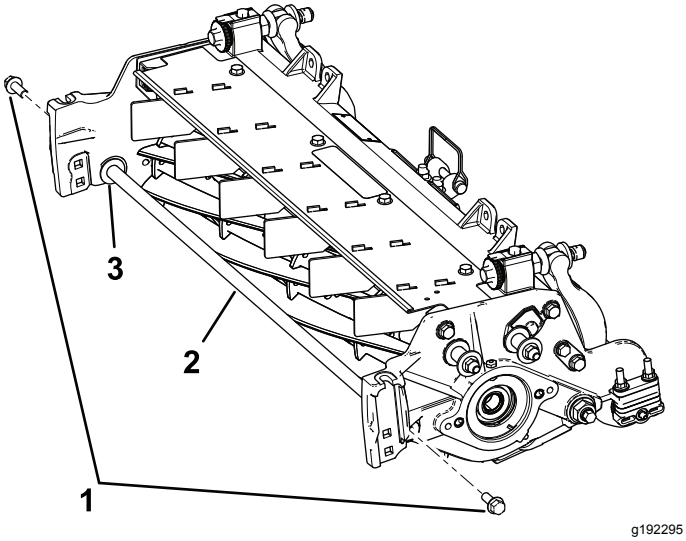

Figur 5
9. Fjern de to flenshodeboltene og skivene som fester støttestangen, og fjern deretter støttestangen (Figur 5).